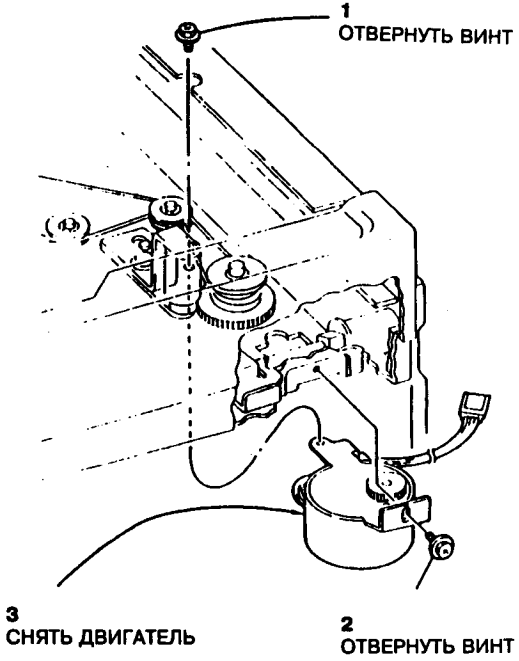

Рис.2 Снятие двигателя объектива
4. Снять двигатель объектива (рис.2).